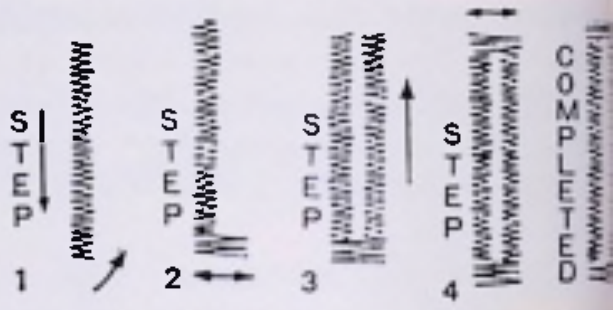

Fig. 28
3. Lower needle carefully into the mark on fabric indicating the beginning of buttonhole. Stitch to the mark for the end of the button hole, step 1, Fig. 28, stopping machine with needle in fabric at right side of stitching.
6. Push drop feed button all the way down and turn zigzag stitch width knob as far to the right as possible and hold. Take five or six stitches to form bar tack (Step 2, Fig. 28).